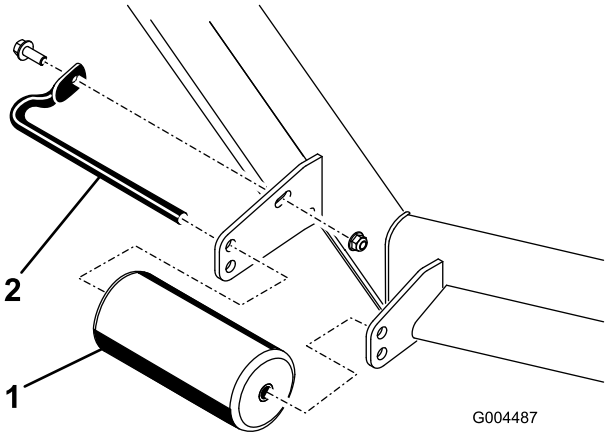
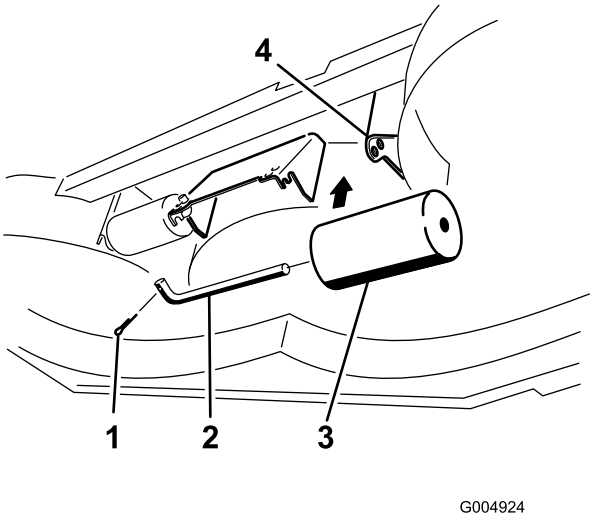

Figura 20
Figura 24
4. Retire los herrajes que fijan cada rodillo a la carcasa del cortacésped y mueva los rodillos hacia arriba o hacia abajo según sea necesario; consulte Figura 20 a Figura 24 según corresponda a su cortacésped.